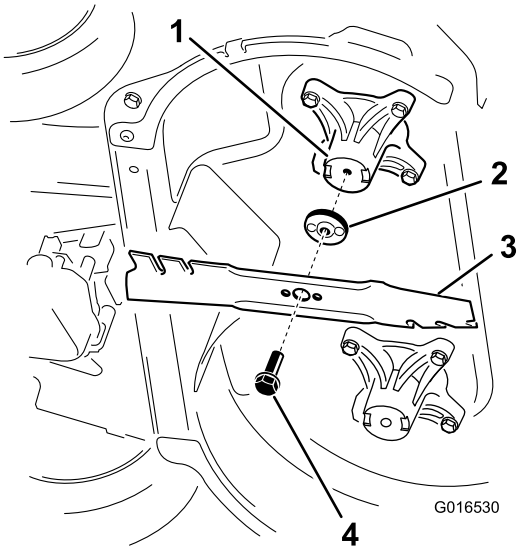

Figuur 45
2. Verwijder de messen zoals getoond in Figuur 45.
1. Monteer het eerste mes horizontaal en breng al het bevestigingsmateriaal aan zoals in Figuur 45.